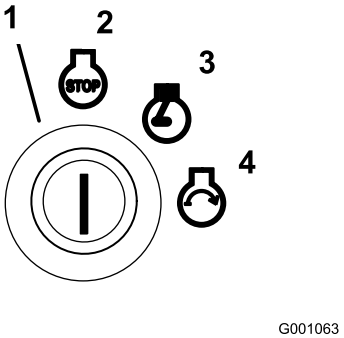

Figur 12
6. Drej tændingsnøglen med uret til positionen Run (Kør) (Figur 12).
9. Drej nøglen til startpositionen. Gløderørskontrollampen tændes. Slip nøglen, når motoren starter (Figur 12).
2. Drej tændingsnøglen med uret til positionen Run (Kør) (Figur 12).
4. Drej tændingsnøglen til positionen Off (Fra) (Figur 12). Vent, til alle bevægelige dele er standset, før du forlader betjeningspositionen.